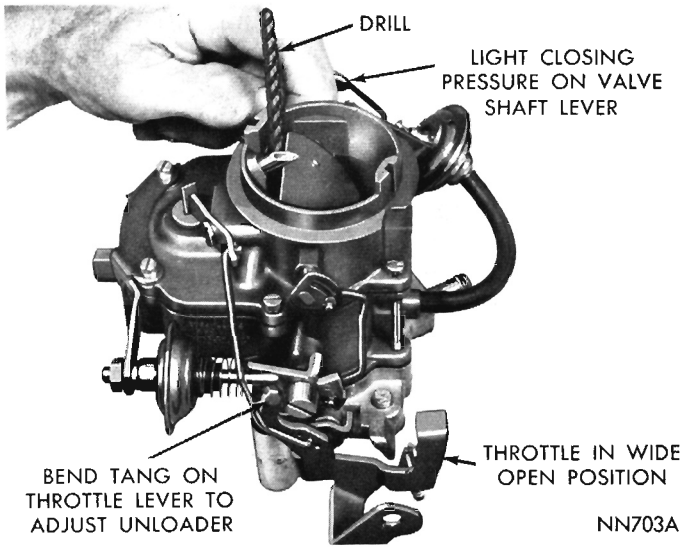

Fig. 16—Measuring Choke Unloader Setting
(1) Hold throttle valves in wide open position. Insert specified drill (see Specifications) between upper edge of choke valve and inner wall of air horn.
(2) With a finger lightly pressing against shaft lever, a slight drag should be felt as drill is being withdrawn. If an adjustment is necessary, bend unloader tang on throttle lever until correct opening has been obtained. (Fig. 16.)